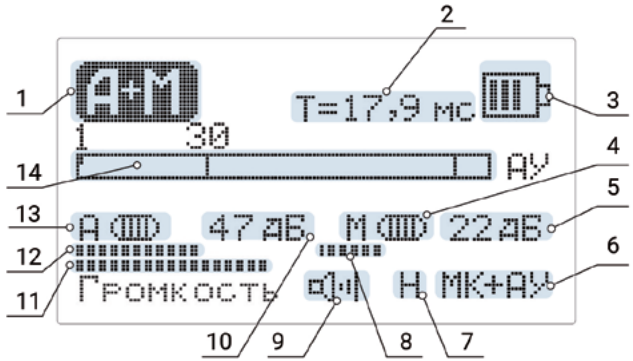

Рисунок 10 – Основной экран канала «А+М»
4.8.1. Основной экран канала «А+М» (Рис. 10).
4.8.1.1. Линейная шкала текущего уровня сигнала (поз. 14, Рис. 10) разделена по горизонтали на две половины. Верхняя половина — уровень акустического сигнала. Нижняя половина — уровень магнитного сигнала. Мгновенный уровень сигнала отображается заполнением шкалы и вертикальной линией, фиксирующей максимум, существующий до прихода следующего импульса, но не более 3 секунд. Графическое отображение уровня сигналов дублируется динамической индикацией числового значения уровня в течение примерно 0,2 секунды после достижения определенного уровня. Числовое значение дается в процентах от максимального допустимого сигнала.
4.8.1.3. Для корректной работы приемника в данном режиме необходимо установить такой уровень усиления в каналах «А» и «М», при котором происходит синхронная с импульсами ударного генератора индикация срабатывания пороговых устройств – заполнение овальных значков справа от знаков «А» и «М» (поз. 4 и поз. 13 Рис. 10). Это будет происходить при уровне сигналов порядка 90 % от максимума. Установленный уровень усиления должен поддерживаться неизменным на каждом шаге при продвижении по трассе поиска. Выполнение этого условия обеспечит достоверную оценку ключевого параметра режима «А+М» – задержки распространения акустического сигнала (поз. 2 Рис. 10).
4.8.2.4. Строка меню «Выход на ТЛФ». Выбранный канал («АУ», «МК» или «АУ+МК») подключается для прослушивания к телефонам. В основном экране символ выбранного канала отображается в правом нижнем углу (поз. 6, Рис. 10).